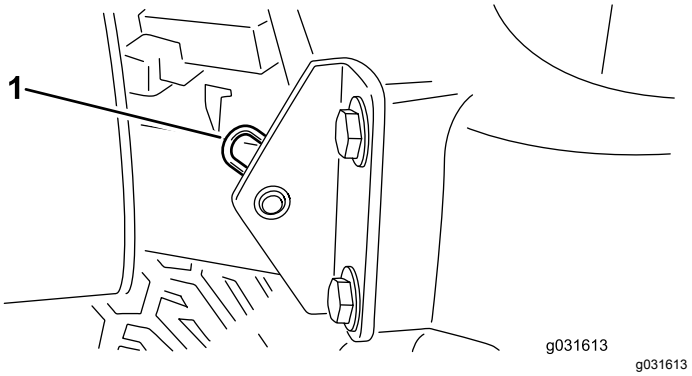

Figuur 63
2. Verwijder de R-pen waarmee het draaipunt van de motorkap aan de montagebeugels is bevestigd (Figuur 63).